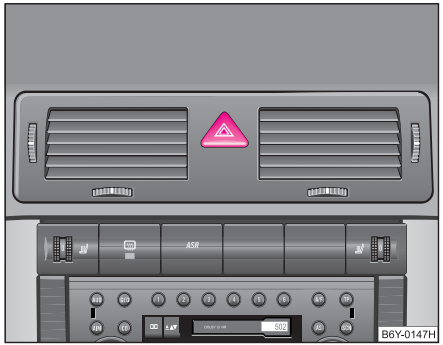

Fig. 35 Tabloul de bord: Întrerupător pentru instalaţia de avertizare avarie
– Apăsaţi întrerupătorul ⚠ ⇒ fig. 35, pentru a porni sau opri instalaţia de avertizare avarie.